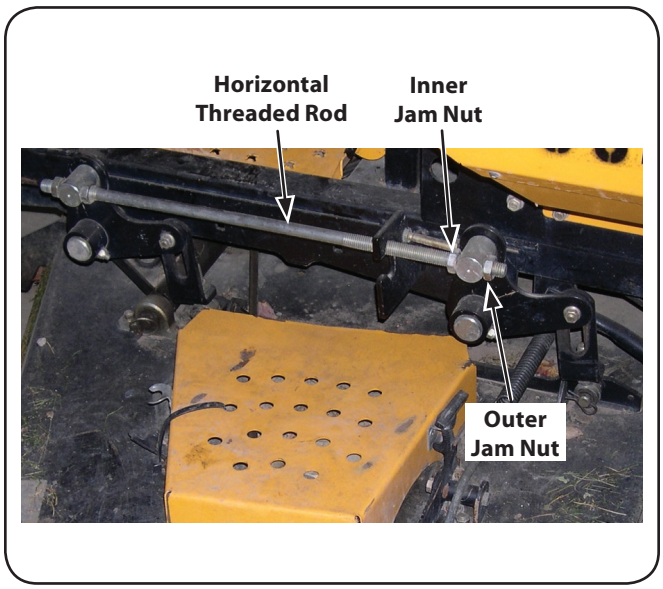

Figure 6-8
2. Loosen the inner jam nuts at the rear left and right of the horizontal threaded rods. See Fig. 6-8.